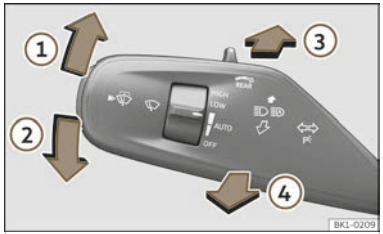

Fig. 103 Turn signal and main beam lever.
- From the neutral position, press the turn signal and main beam headlights lever forwards ››› Fig. 103 ③.
- **EITHER:** if main beam assist is on, pull the turn signal light and main beam headlights lever back ››› Fig. 103 ④.